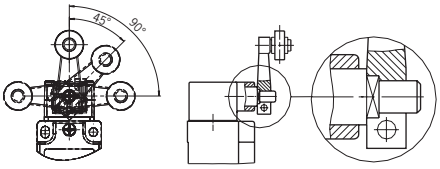

Fig. 2: Vertical actuator adjustment
- The actuator (lever arm) must be positively mounted to the actuating shaft. The polygon drives on the actuator and actuating shaft must engage with each other (see Fig. 2).